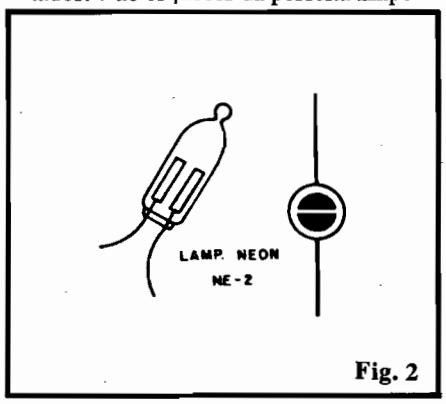

Fig. 2
– **PROBLEMA 2** - São seis resistores, dispostos nas arestas de um TETRAEDRO (sólido com quatro faces iguais, cada uma um triângulo equilátero), todos eles com o valor de 10R. Os vértices do tetraedro são representados (A, B, C e D) pelas ligações soldadas dos próprios terminais dos resistores. O Leitor deverá encontrar o valor ôhmico existente entre os vértices A e B, além de esquematizar e demonstrar o raciocínio utilizado para chegar à resposta, indicando-a, numericamente, na forma decimal, com duas "casas" à direita da vírgula (se o número obtido não for um inteiro). Esquema na fig. 2.
– **FIG. 2** – Aparência e símbolo da lâmpada Neon. Como é um componente não muito utilizado nas montagens de APE (e que não tem a sua "ficha" no TABELÃO...), os dados "visuais" e esquemáticos são mostrados na figura. Um a pequena ampola de vidro, dotada de dois eletrodos metálicos internos, e contendo (sob baixa pressão) um gás nobre (neon). Submetida a tensões (C.C. ou C.A.) relativamente baixas, a lâmpada Neon funciona como um simples circuito "aberto", não havendo nem passagem de corrente, nem a iluminação do bulbo. A partir de um certo limite de tensão contudo (entre 70 e 90 volts, tipicamente) aplicado aos seus eletrodos, o gás Neon **ioniza**, permitindo um percurso de corrente (sob baixa intensidade), iluminando-se com brilho amarelo (ou alaranjado) característico. São as características de necessidade mínima de corrente que tornam a lâmpada Neon prática no disparo do tirístor (este também um componente com boa sensibilidade de **gate**...), aproveitando-se da irrisória corrente que atravessa o próprio corpo do operador, durante o toque de comando...